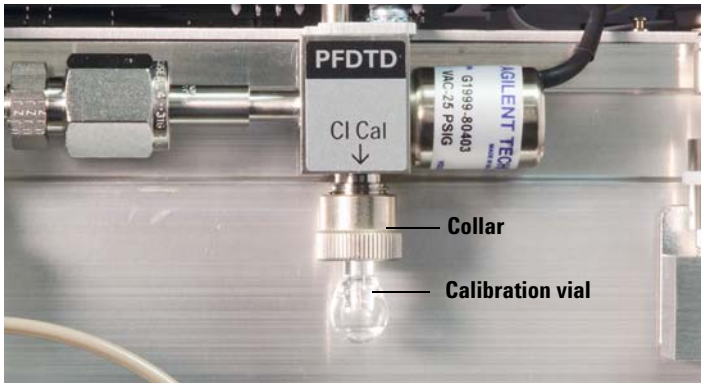

Figure 17 Removing the CI calibration vial
8. Turn the CI vial collar counterclockwise to loosen it (Figure 17). Do not remove the collar.